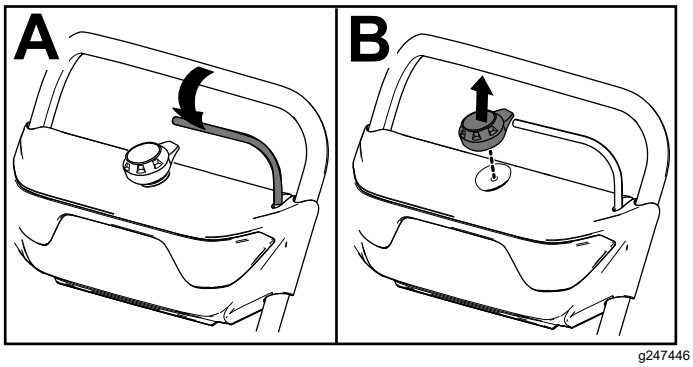

Rysunek 12
1. Zwolnij pałąk (A na Rysunek 12).
2. Wyjmij przycisk rozrusznika elektrycznego ze stacyjki elektrycznej (B na Rysunek 12).